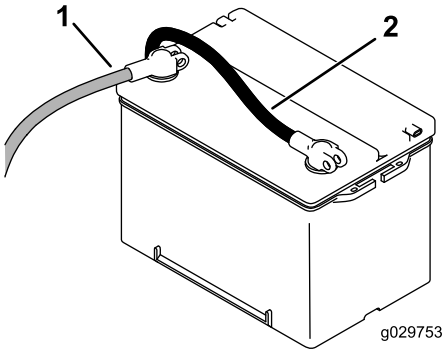

Figuur 50
- Om de machine elektrisch te ontladen, draait u de accu-ontkoppelingsschakelaar linksom naar de stand UIT (Figuur 50).
6. Bevestig de pluskabel (rood) aan de klem van pluspool (+) van de accu en de minkabel (zwart) aan de klem van minpool (-) van de accu (Figuur 50).